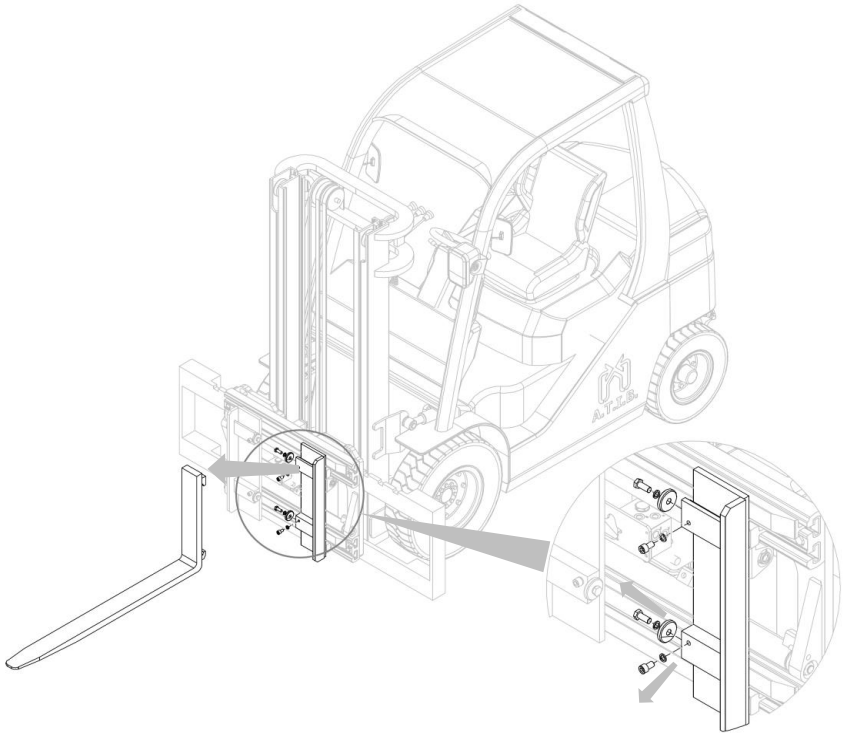

Figura 22
2. Retire las horquillas después de desenroscar los topes correspondientes (mira *Figura 22*).